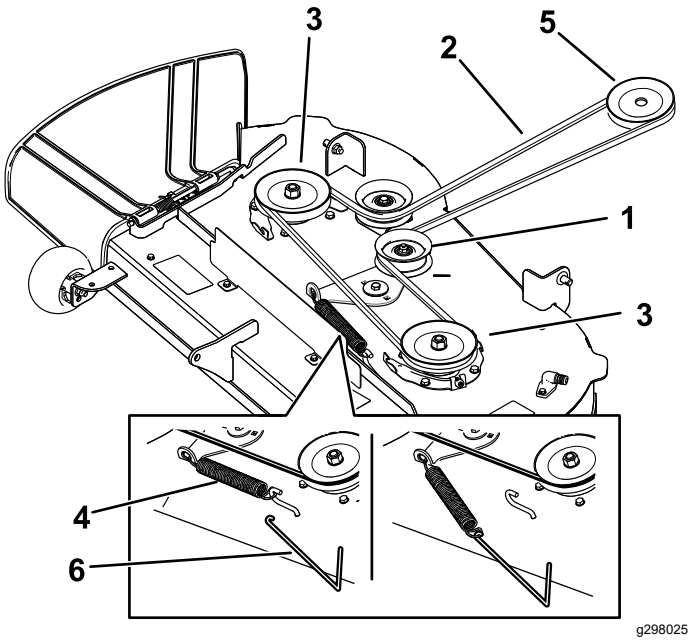
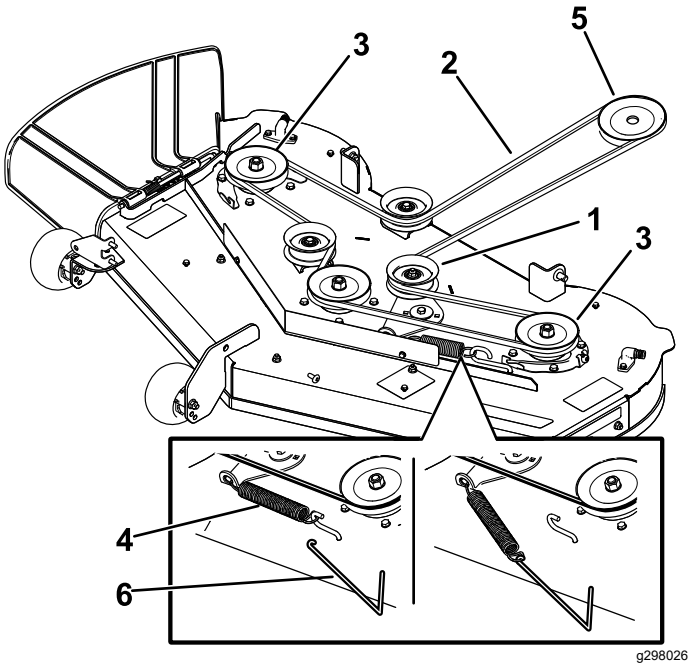

Figura 57
Figura 58
7. Utilizando um removedor de molas (peça Toro n.º 92-5771) a mola intermédia do gancho da plataforma para retirar tensão da polia intermédia e role a correia para fora das polias (Figura 57 ou Figura 58).
8. Encaminhe a nova correia em redor da polia do motor e nas polias do cortador (Figura 57 ou Figura 58).
9. Utilizando um removedor de molas (peça Toro n.º 92-5771), instale a mola intermédia por cima do gancho da plataforma para colocar tensão na polia intermédia e na correia do cortador (Figura 57 ou Figura 58).